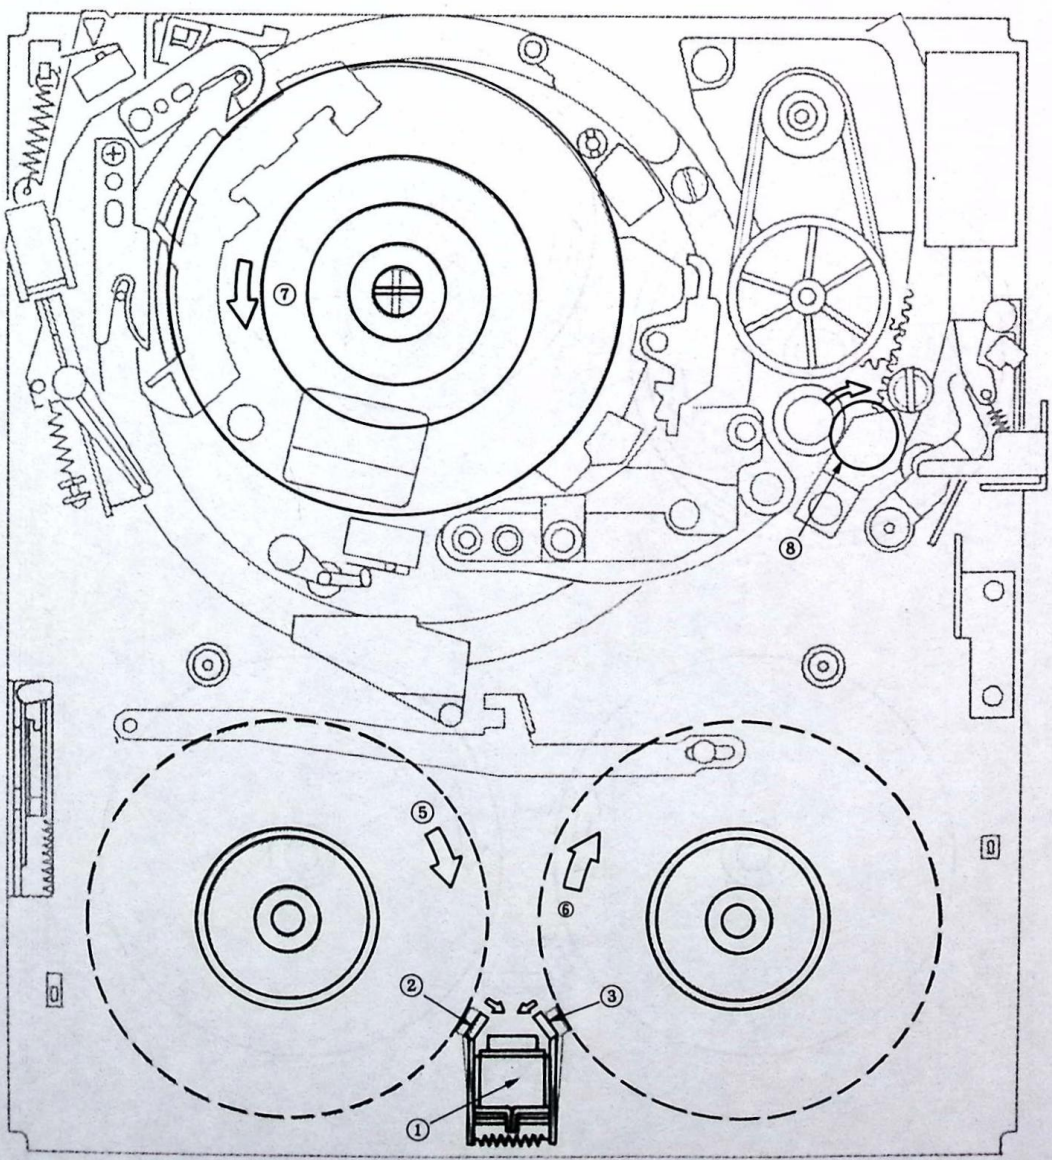
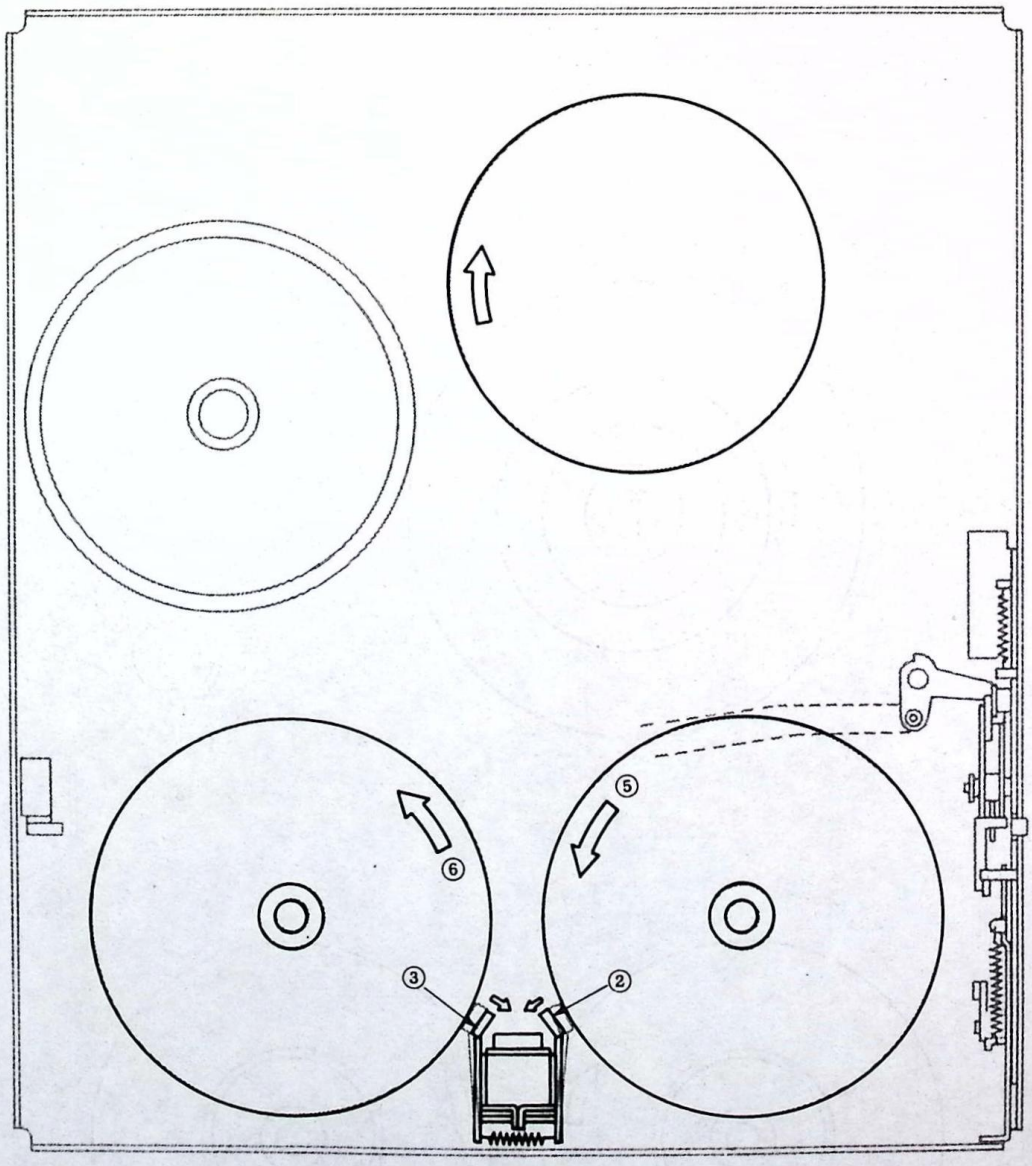

Fig. 5-7.
Fig. 5-8.
Operation during fast forward is shown in Figs. 5-7 and 5-8. By pressing the FF button, the brake solenoid (1) is energized and the brake sues (2), (3) are pulled in the direction shown. By this action, the brake is released, and the T reel (6) starts rotating in the direction shown, tape is pulled into the take up reel causing the S reel to supply tape and turn in the direction shown. Simultaneously, the drum head disc (7) and pinch roller (8) rotate in the direction shown. Fig. 5-8 shows the foregoing operation as viewed from the bottom of the mechanical chassis.